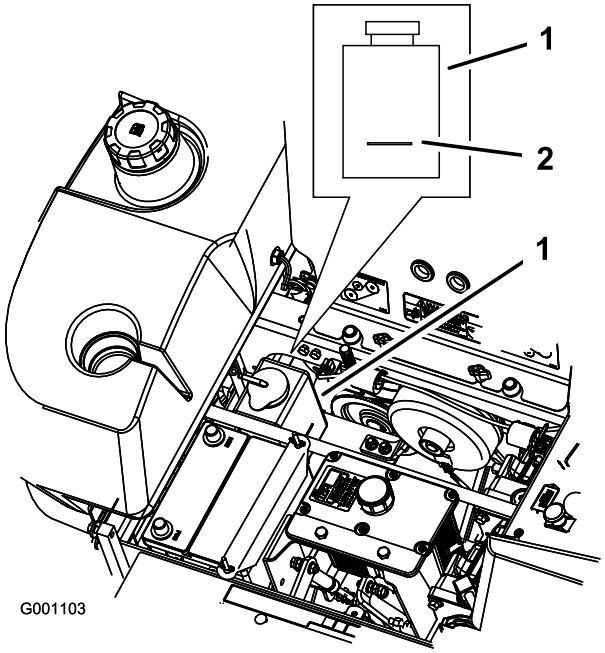

**Figuur 67**
3. Als de motor is afgekoeld, controleert u het peil van de overloopfles. De vloeistof moet tot aan de verdikking op de buitenkant van de overloopfles staan (Figuur 67).
4. Als het peil van de koelvloeistof te laag is, moet u de overloopfles bijvullen met een mengsel dat half uit antivries en half uit water bestaat (Figuur 67).
5. Vul de fles met dit mengsel tot aan de streep op de fles (Figuur 67).